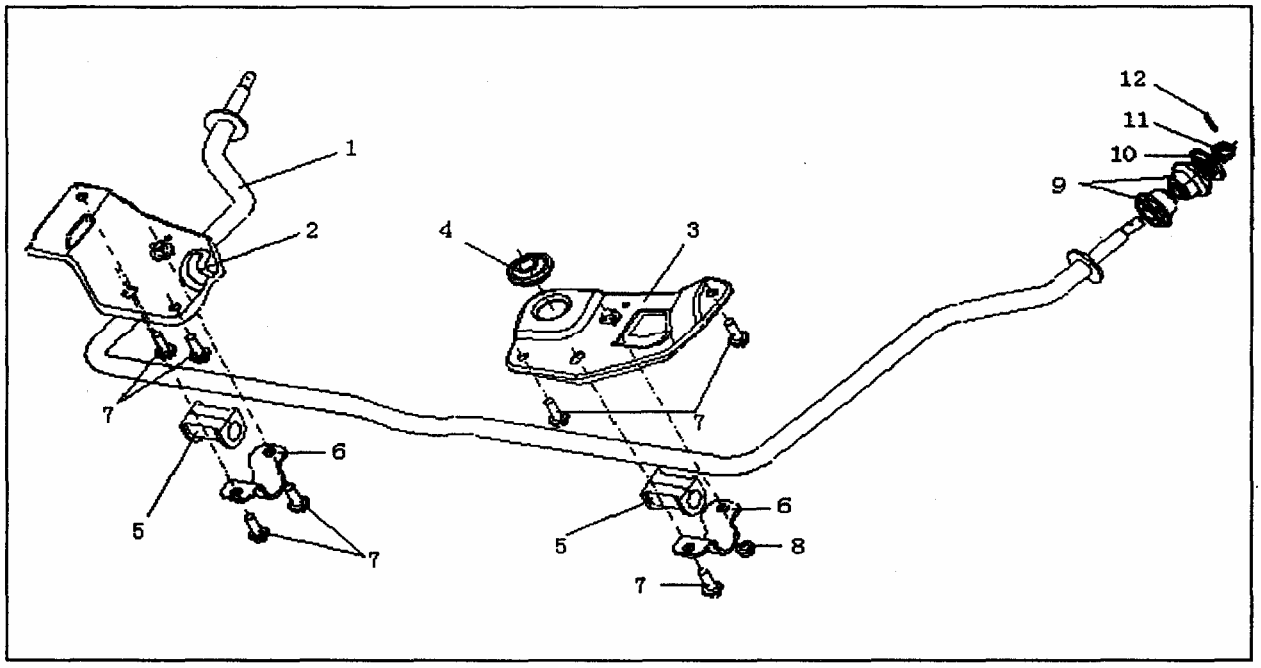

Рис. 503
4) Отсоедините стабилизатор от рычагов подвески как показано на рисунке (Рис. 503).